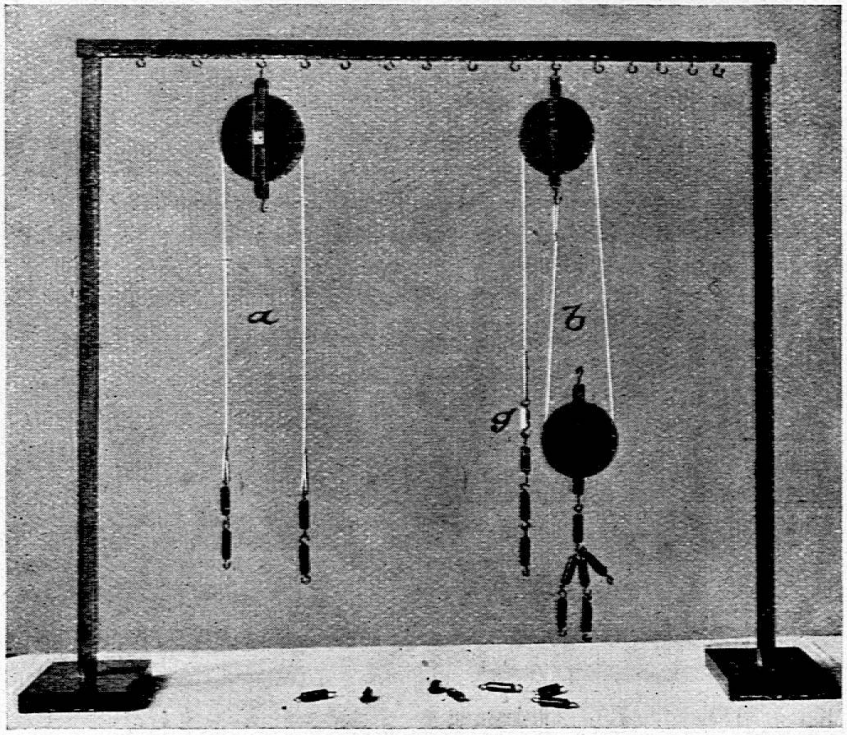

Fig. 7.
MATERIAL. Anhängegestell (Fig. 7). 2 Rollen. Eine kurze Schnur (120 cm), eine lange Schnur (220 cm); beide mit Schleifen an den Enden. Gegengewicht zur Rolle. Anhängegewichte.
4. Der einfache Flaschenzug (Fig. 7b). Hängt die lange Schnur an einen Haken des Anhängegestells und führt sie über die eine Rolle als bewegliche Rolle, dann über die andere als feste Rolle, die ihr am Gestell aufhängt, so dass die Schnüre parallel sind. An das freie Ende der Schnur hängt ein Gewicht, das der beweglichen Rolle das Gleichgewicht hält. (In der Fig. 7 ist das Kompensationsgewicht [g] hell.) Wie gross muss es sein? (Halb so schwer als die Rolle.) Hängt an die bewegliche Rolle zwei Anhängegewichte als Last. Wie gross muss die Kraft sein? Hängt der Reihe nach 4, 6, 8 Anhängegewichte als Last an und zeigt, dass die Kraft immer die Hälfte der Last sein muss.
DIE APPARATE. 1. Das Anhängegestell (Fig. 7, 8). Für Versuche mit Rolle und Flaschenzug, mit dem Pendel und über das Parallelogramm der Kräfte, sowie zu Versuchen in der Reibungselektrizität ist ein Anhängegestell notwendig. Damit dasselbe für die Aufbewahrung möglichst wenig Platz beansprucht, muss es zerlegbar sein. Zu einem Gestell sind notwendig: Zwei Bodenbretter 15, 25/2,5 cm; zwei Ständer von 90 cm Länge und 2,5/2,5 cm Querschnitt und ein Verbindungsstück von 100 cm Länge und dem gleichen Querschnitt. In die Mitte der Bodenbretter bohrt man Löcher von 2 cm Durchmesser und passt in diese die Ständerlatten ein, so dass sie leicht herausgenommen werden können. In die oberen Enden der Ständer bohrt man in der Längsrichtung 1 cm weite Löcher und schlägt in diese runde, 1 cm dicke Holzzapfen, die etwa 2 cm vorspringen sollen. Das Verbindungsstück erhält 2 cm von beiden Enden je ein 1 cm weites Loch, so dass es auf die Zapfen aufgelegt werden kann. In das Verbindungsstück schraubt man offene Ring-